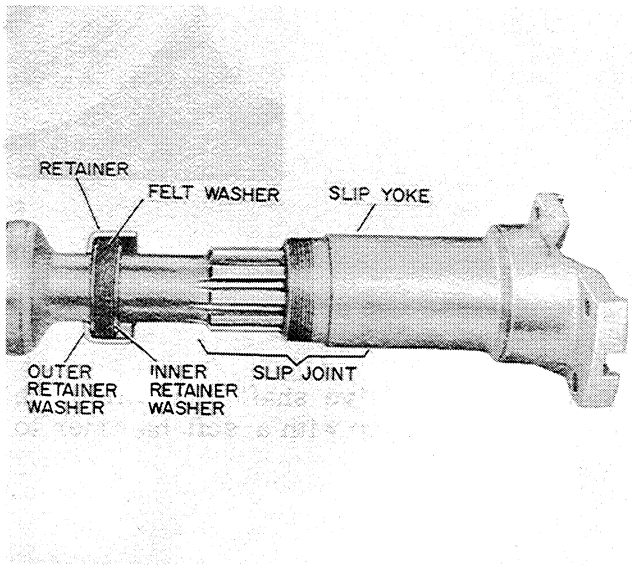

Figure T-86
4. Now remove the retainer, outer retainer washer, felt washer and inner retainer washer from the slip yoke, Figure T 86.